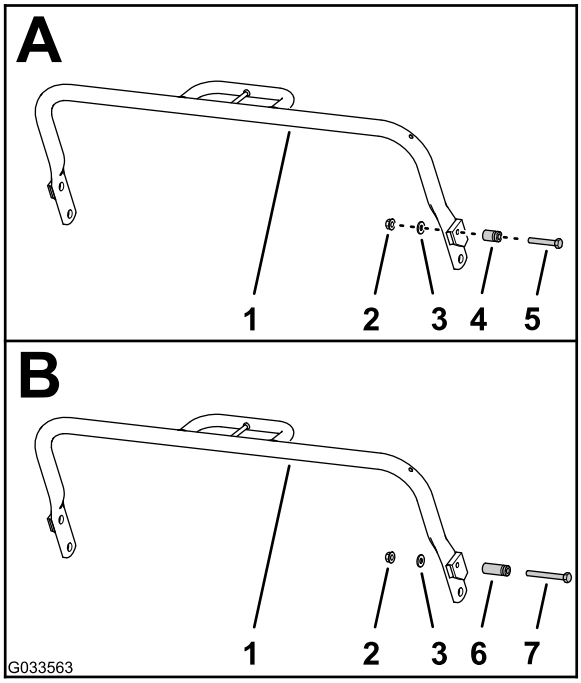

Bild 3
3. Entfernen Sie die Bundmutter, Scheibe, die vorhandene Federstrebe (1") und die Schraube (5/16" x 2") von der rechten Seite des Ständers (A in Bild 3).
4. Befestigen Sie die neue Federstrebe (1-3/4") mit der neuen Schraube (5/16" x 2-3/4") am Ständer, wie in B in Bild 3 abgebildet.
5. Befestigen Sie die Federstrebe mit der in Schritt 3 aufbewahrten Bundmutter und Scheibe am Ständer (B in Bild 3).